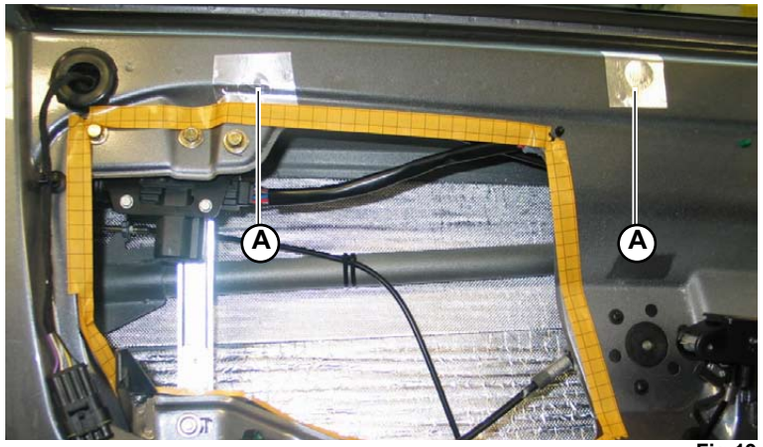

Fig.19
1. Remove the 4 adhesive silver-coloured plates (**A-Fig.19**) covering the access holes to the weatherstrip screws.